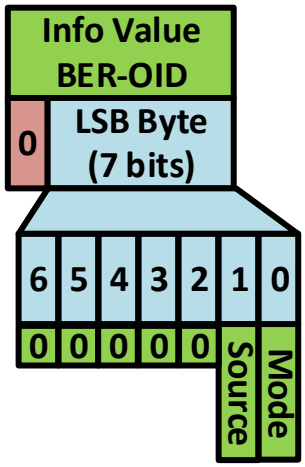

**Figure 71: Info Value bit-values**
- The Info Value contains two values: Mode and Source. The Mode states the method of control to fly to the waypoint, either automated or manual. The Source is the creation method for the Waypoint, either it was pre-planned, or it was ad hoc. Both Mode and Source are single bits in the Info Value. The least significant bit (lsb) stores the Mode bit. When the Mode bit is zero (0), the Mode is automated; when the Mode bit is one (1) the Mode is manual. The next lsb is the Source bit. When the Source bit is zero (0), the Source is pre-planned; when the Source bit is one (1) the Source is ad hoc. The Info Value is a single byte value stored as a BER-OID value for future values if needed. The remaining bits of the Info Value are set to zero. Figure 71 illustrates the bit values for the Info Value.